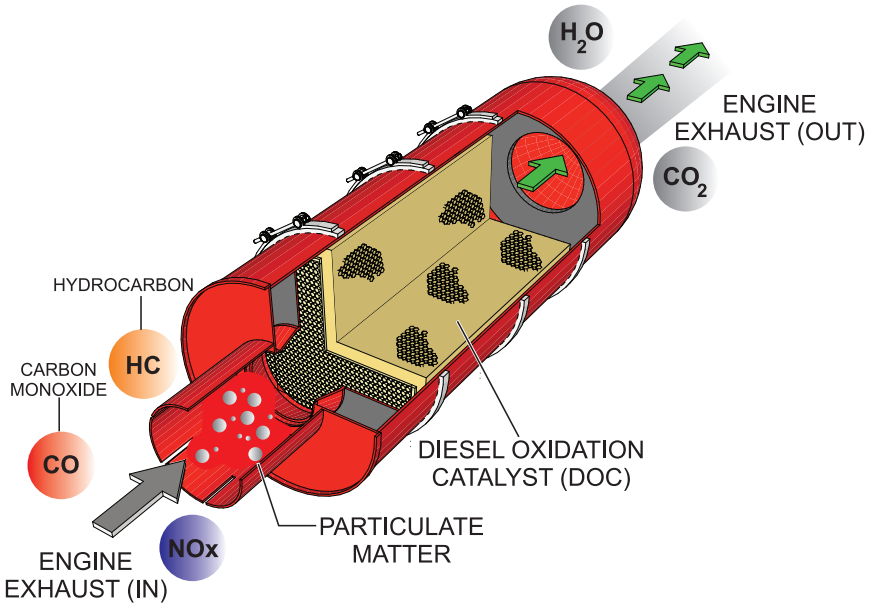

Figure 67. Diesel Oxidation Catalyst (DOC)
The DOC device (Figure 67) helps filter out large amounts of harmful nitrogen oxides (NO_X) and particulate matter (PM) which are emitted by diesel engines. These exhaust emissions pose serious environmental and health risks. It is important to maintain and service the DOC emission safety device on a periodic basis.